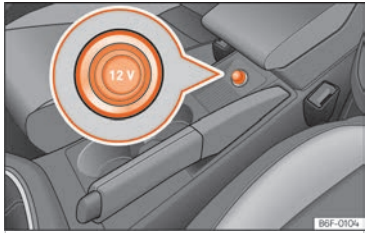

Fig. 130 Presa de corrent de 12 volts del vehicle.
- Traieu el tap de la presa de corrent situada a la consola central ››› **fig. 130**.